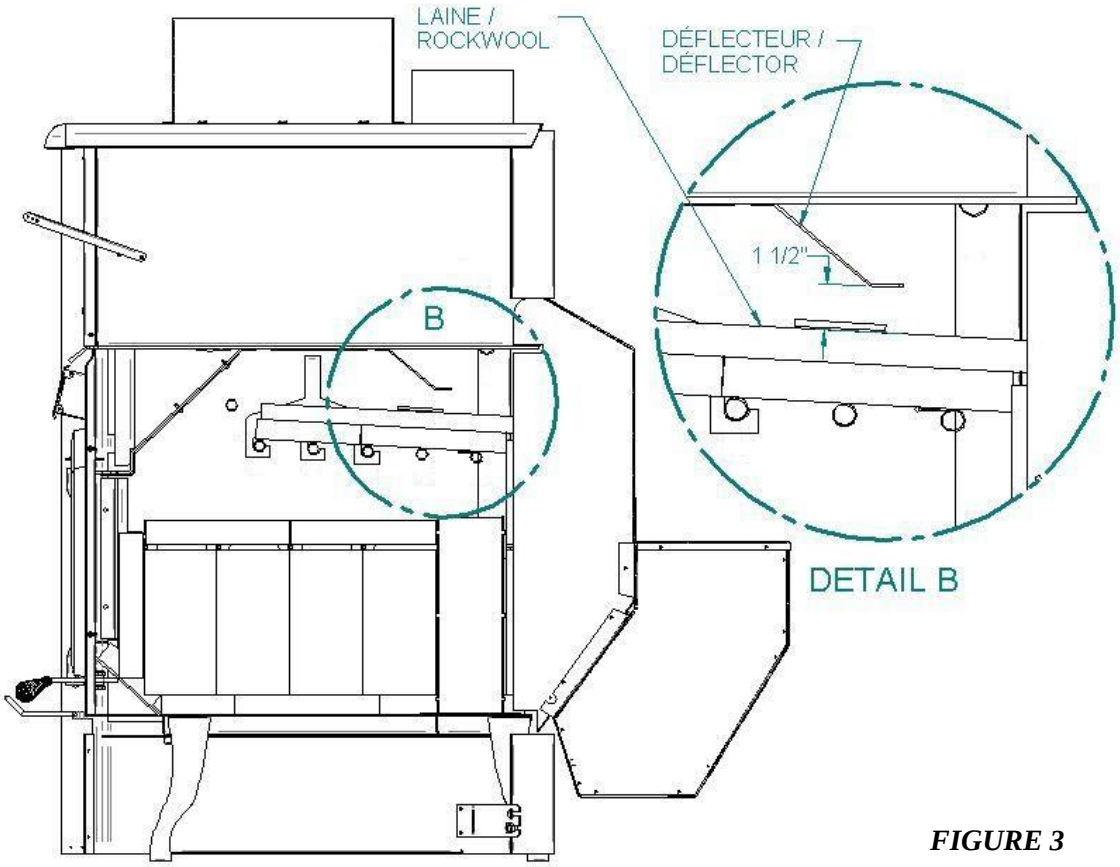

***FIGURE 3***
**IMPORTANT**- VÉRIFIER que la laine n'obstrue pas l'espace restante entre le déflecteur et la laine. ** (voir fig.3).